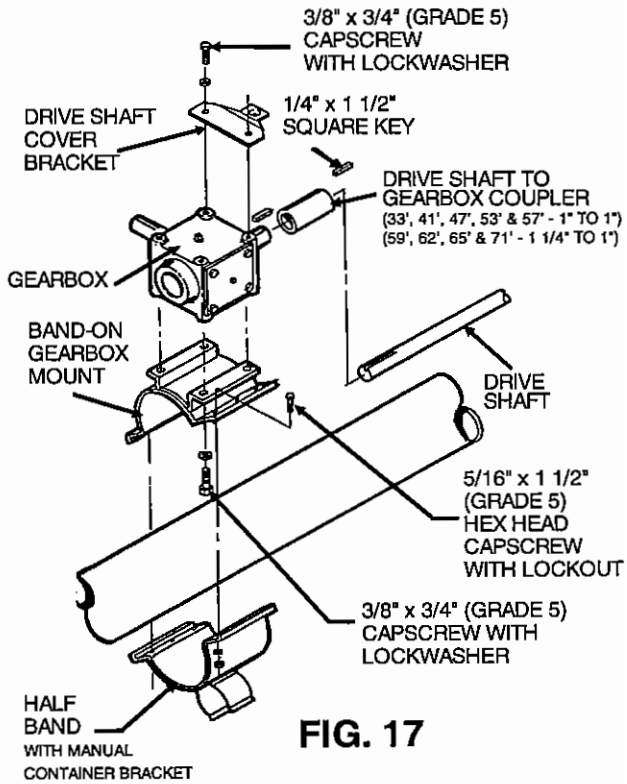

FIG. 17
Step 3. Set gearbox on auger and connect to drive shaft with coupler and two 1/4" x 1 1/2" long square keys. (See Fig. 17.) NOTE: On 41' models, the connecting band bolts may need to be loosened so the gearbox can be slid forward when the drive shaft coupler is installed. Tighten connecting band bolts after drive shaft coupler is installed.